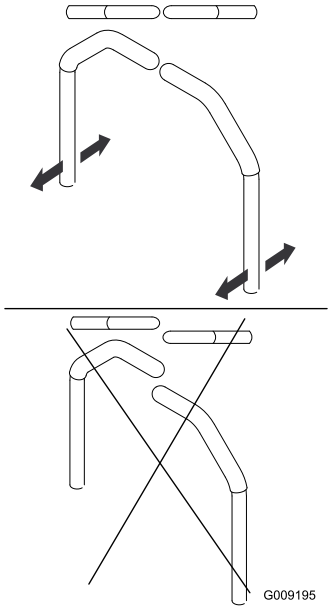

Figur 85
4. Innrett spakenes posisjon på langs ved å føre spakene sammen til nøytral stilling og skyve på dem til de er innrettet. Deretter kan du stramme til boltene (Figur 85).